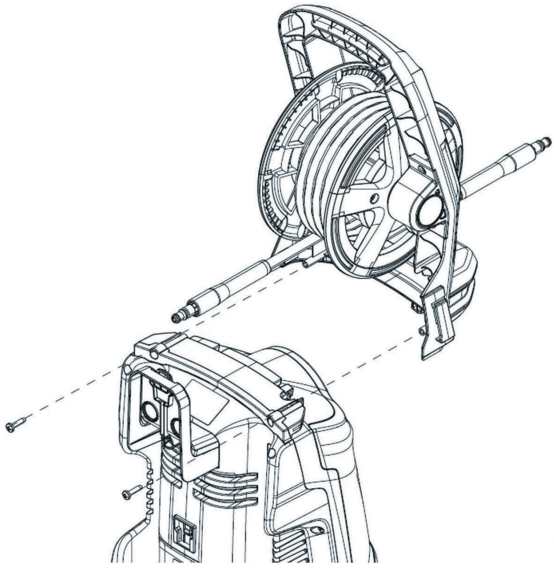

Рис. 2
1. Установите транспортировочную ручку с катушкой и шлангом высокого давления на мойку и закрепите с помощью двух винтов (Рис. 2) (только для модели МВЭ 2116К).